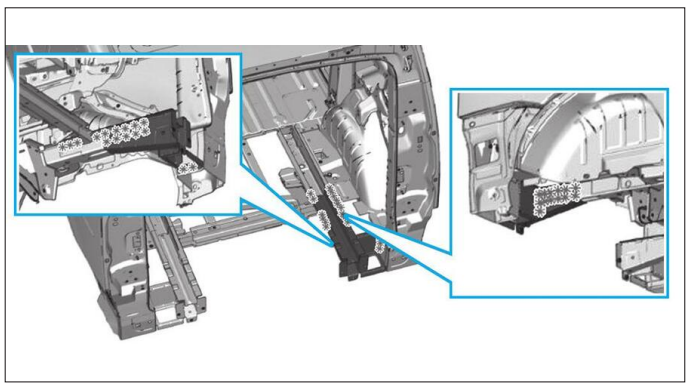

FIG. 112
• Découper les points **(Fig.112)**.